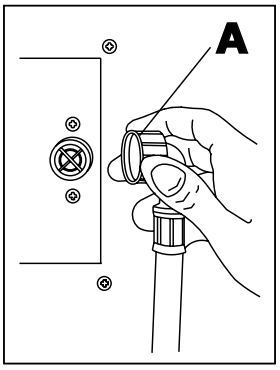

Abb. 6
- Das Wasserrohr an das Anschlussstück (3/4” G) des Gerätes durch Einschrauben des Stutzens anschließen (**A** - Abb. 6). Einen mechanischen Filter und einen Absperrhahn im Kreislauf zwischenfügen.